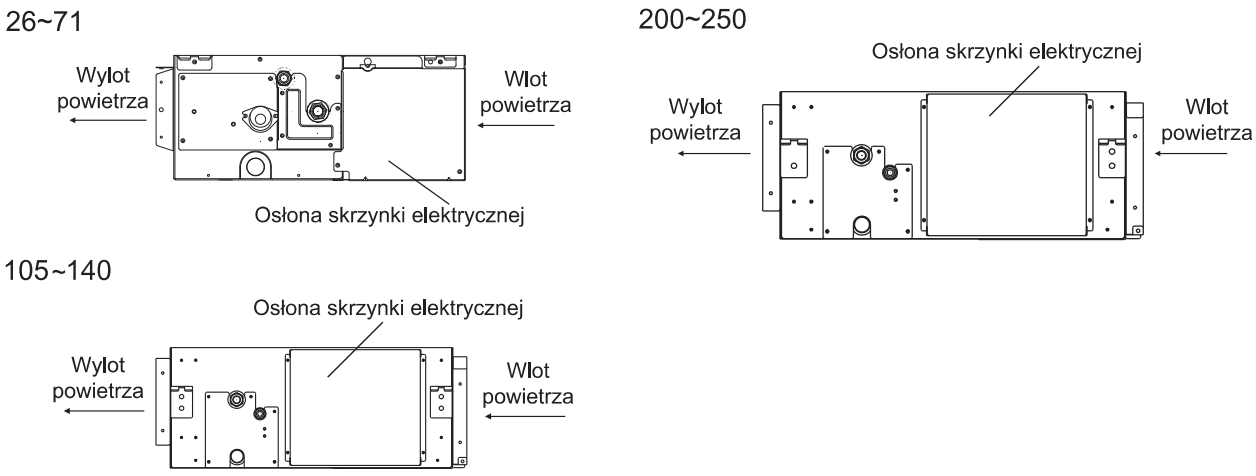

Rys. 6.1 Śruby mocujące osłonę skrzynki elektrycznej
(1) Odkręć śruby na obudowie skrzynki elektrycznej pokazane na rys. 6.1.
(2) Podłącz przewód zasilający i przewód uziemiający do głównej listwy zaciskowej.
(3) Podłącz przewód sterownika zdalnego do pomocniczej listwy zaciskowej.
(4) Podłącz przewód zasilający jednostki wewnętrznej i zewnętrznej do głównej listwy zaciskowej.
(5) Zamocuj przewody w skrzynce elektrycznej za pomocą opaski zaciskowej.
(6) Po zakończeniu podłączania przewodów wypełnij szczeliny między przewodem a otworem przepustu materiałem uszczelniającym, aby zapobiec przedostawaniu się do środka wilgoci lub owadów.